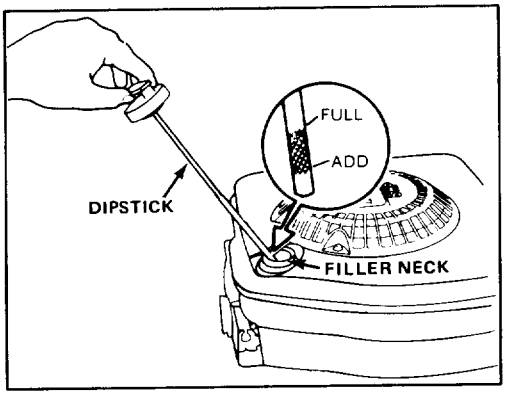

Figure 4
Before each use, assure oil level is between FULL and ADD marks on dipstick (Fig. 4). Add oil if level is low.
3. Wipe dipstick and insert it into filler neck. Rotate cap clockwise 1/4 turn. Then remove dipstick and check level of oil on side of dipstick with FULL and ADD marks (Fig. 4). If level is low, add only enough oil to raise level to FULL mark on dipstick. **DO NOT FILL ABOVE FULL MARK BECAUSE ENGINE COULD BE DAMAGED WHEN STARTED. POUR OIL SLOWLY.**
1. Clean around fuel tank cap and remove cap from tank (Fig. 4). Using unleaded gasoline, fill fuel tank to within 1/2 inch (13 mm) from bottom of filler neck. Do not fill tank full.
1. CHECK OIL LEVEL—Maintain oil level between ADD and FULL marks as shown on dipstick (Fig. 4).